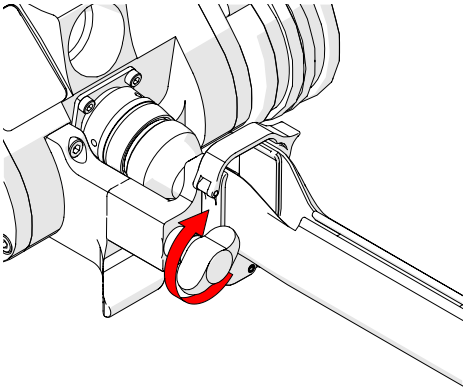

Fig. 187 - Tighten wing knob
2. Tighten the HT cable management clamp wing knob *(Fig. 187)*.